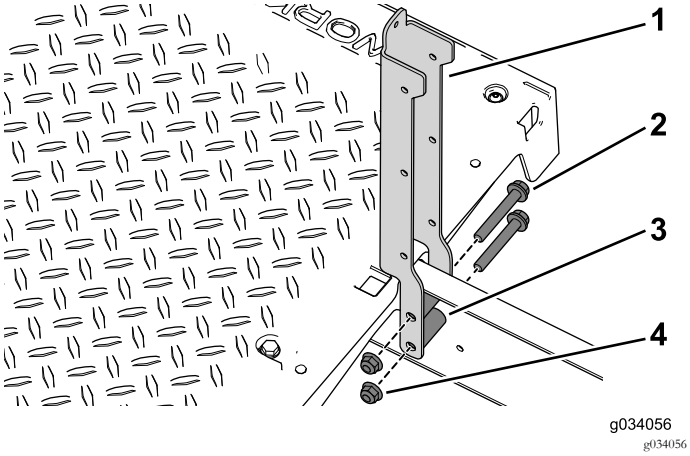

Figura 92
2. Utilizzate i 4 bulloni flangiati (3/8" x 2½"), i distanziali e i dadi flangiati per fissare i supporti del sedile sinistro e destro sulla macchina (Figura 92).